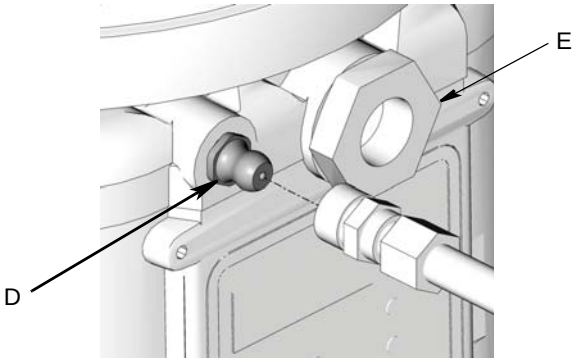

Abb. 13
1. Schließen Sie den Füllschlauch an der Einlassverschraubung an (Abb. 13).